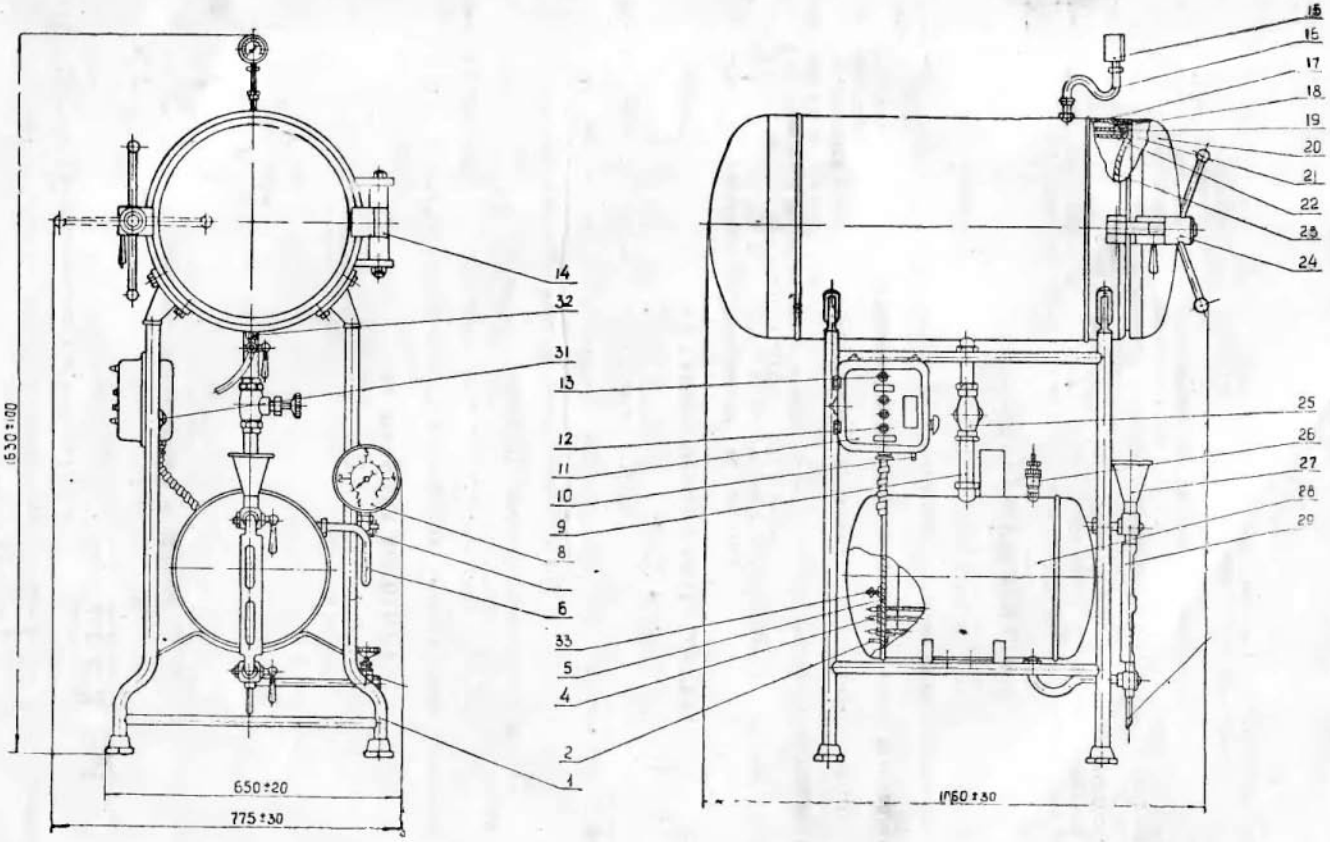
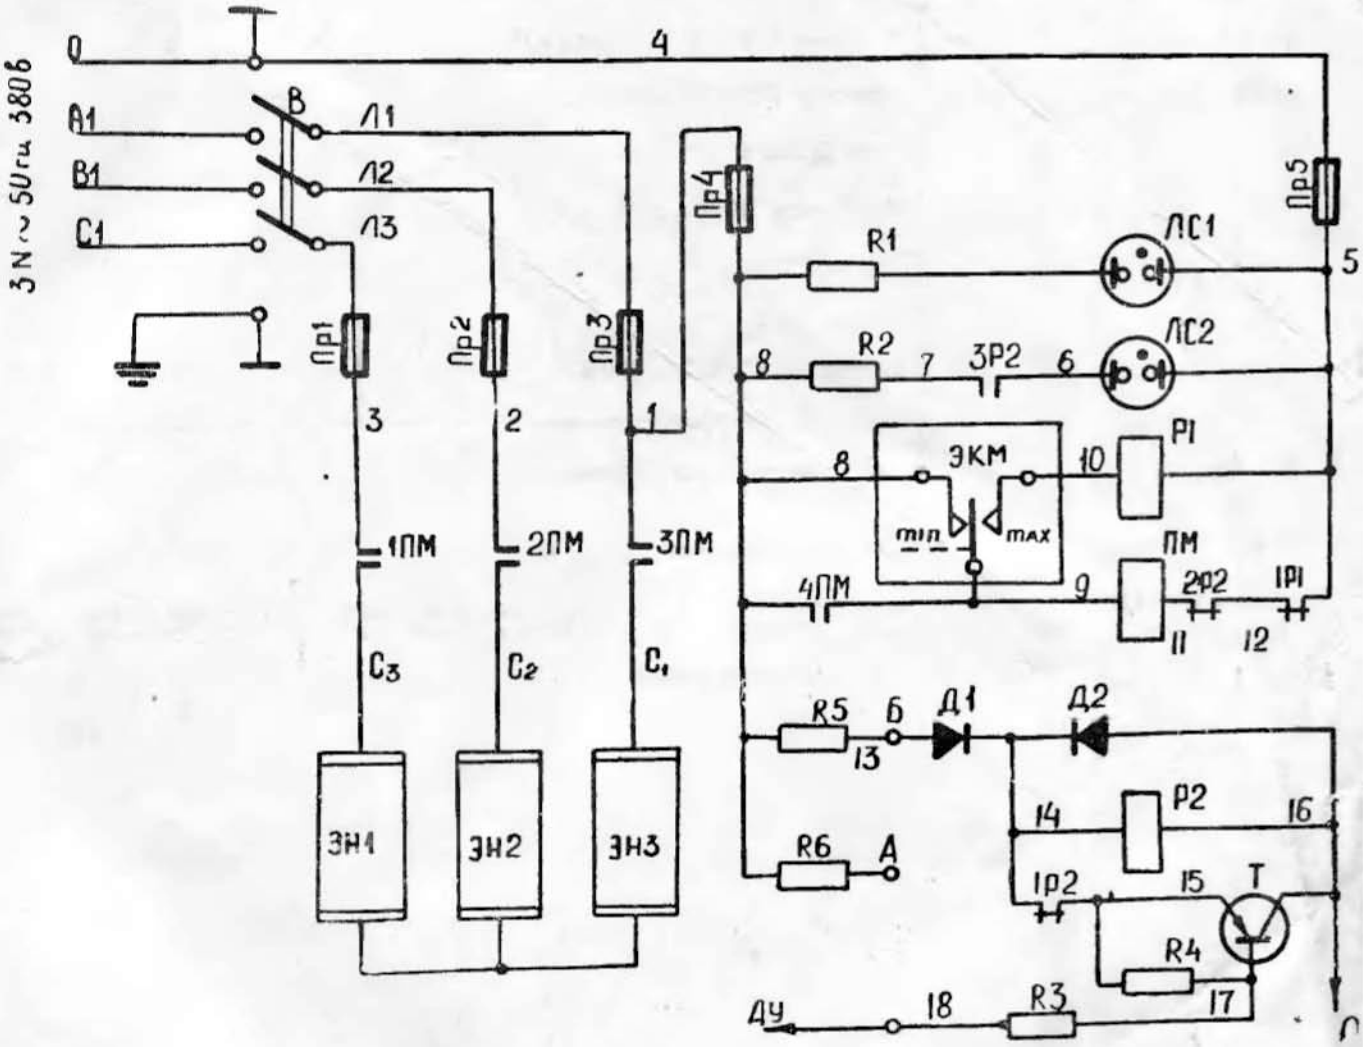

Рис. 1 Стерилизатор паровой ГК-100-2
Рис. 2. Схема электрическая принципиальная стерилизатора ГК-100-2
6. 6. Произведите переключения, если это необходимо, согласно примечания к принципиальной схеме (рис. 2).
6. 8. Подключите электрощит 11 (рис. 1) к сети проводом сечением не менее 2,5 мм², согласно принципиальной схеме (рис. 2).
7. 1. Включите выключатель 31, при этом загорится сигнальная лампа 13 «Сеть» рис. 1.